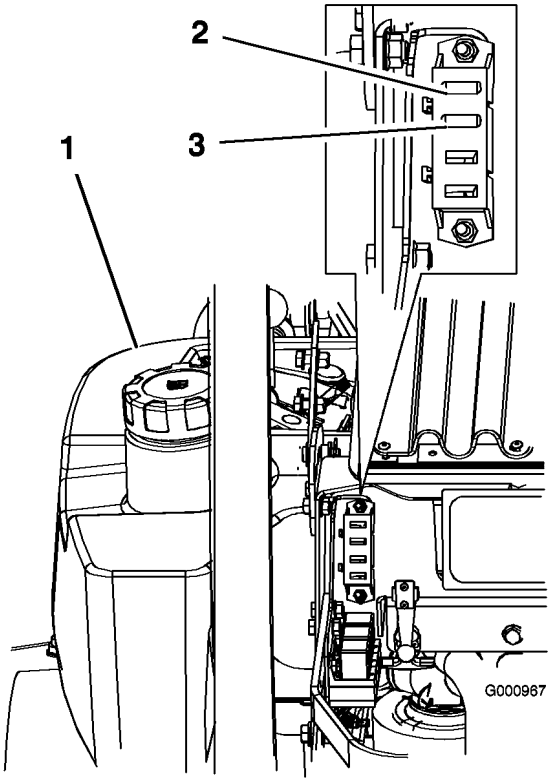

Figur 47
1. Lossa motorkåpan och fäll upp den för att få åtkomst till säkringshållaren (Figur 47).
3. Sätt i en ny säkring (Figur 47).